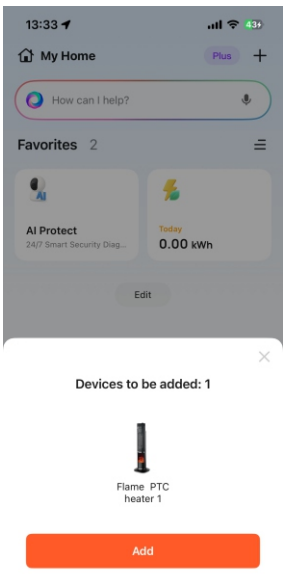
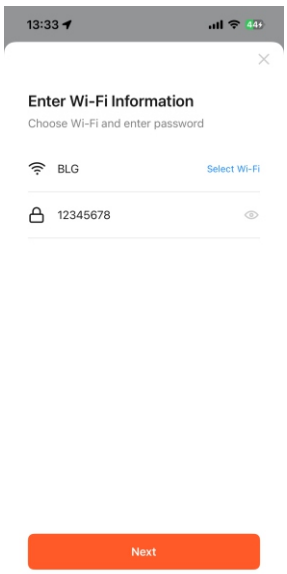
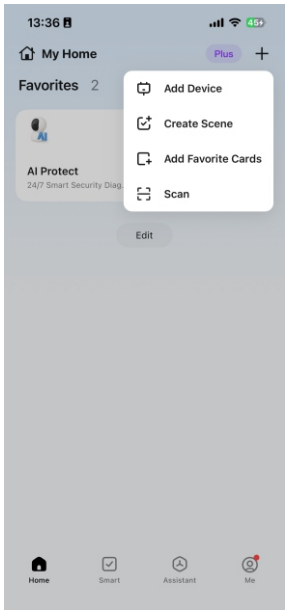

Imagen 1
Imagen 2
Imagen3
1) Cuando el producto esté en funcionamiento, mantenga el Bluetooth activado, abra la aplicación «Tuya Smart», aparecerá un enlace y haga clic en «AÑADIR» como se muestra en la imagen 1. A continuación, la aplicación se mostrará como en la imagen 2.
2) No se da la situación imagen1. Pulsa «+» y, a continuación, pulsa «Añadir dispositivo», tal y como se muestra en la imagen 3.